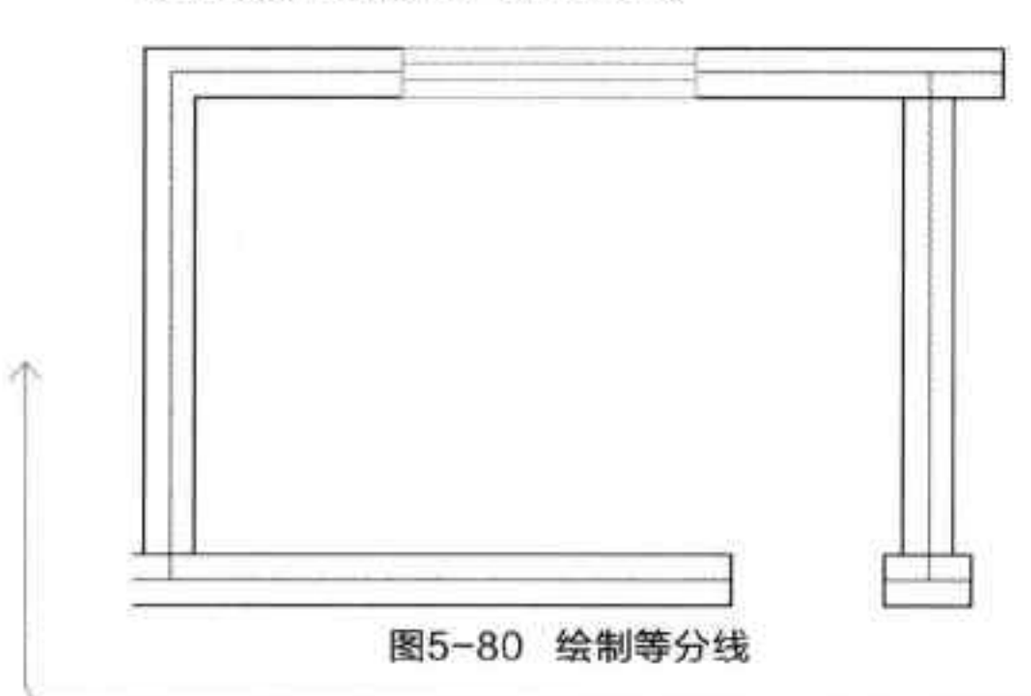

图5-80 绘制等分线
Step13 执行“定数等分”命令，选中长方形左侧边线，根据命令行提示，将其等分为三等份，并执行“直线”命令，绘制等分线，如图 5-80 所示。